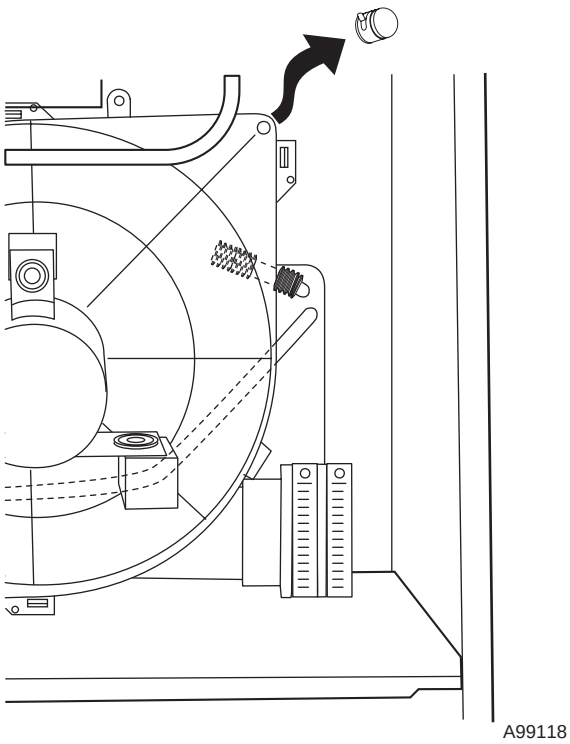

Fig. 51—Inducer Housing Drain Tube Cap
1. Remove upper inducer housing drain connection cap. (See Fig. 51.)